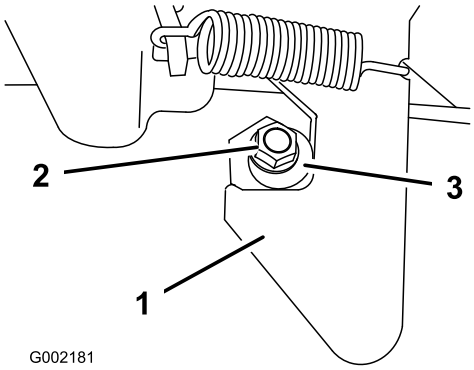

Figur 74
1. Løsne låsemutteren på enden av låseposten (Figur 74).
2. Vri låseposten med klokken til den sitter tett mot krokdelen på sperren (Figur 74).